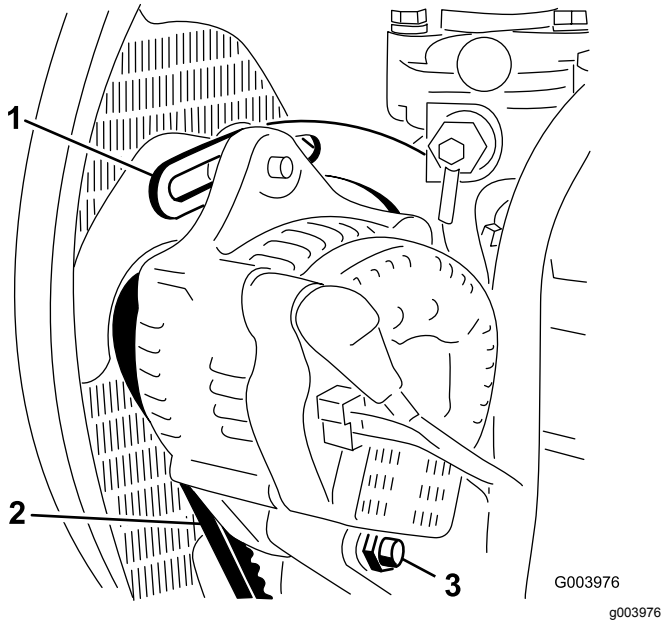

Рисунок 63
2. Проверьте натяжение ремня генератора, надавив на него (Рисунок 63) посередине между шкивами генератора и коленчатого вала с усилием 10 кг.
3. Ослабьте болт крепления скобы к двигателю (Рисунок 63), болт крепления генератора к скобе и болт оси поворота.